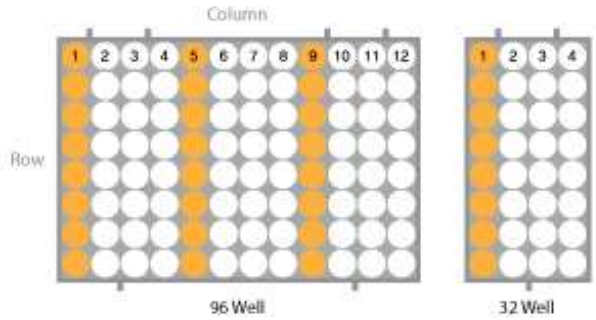

Figura 2: Pocillos de muestras (marcados en naranja) con respecto al tipo de placa
4. Pipetee arriba y abajo para hacer una suspensión de la muestra homogénea y dispense cada muestra en los pocillos de muestra ((en una placa de 96 pocillos: aplique las muestras en la 1a, 5a, y 9a columnas; en una placa de 32 pocillos: aplique muestras a 1a columna) de la placa de extracción (figura 2).